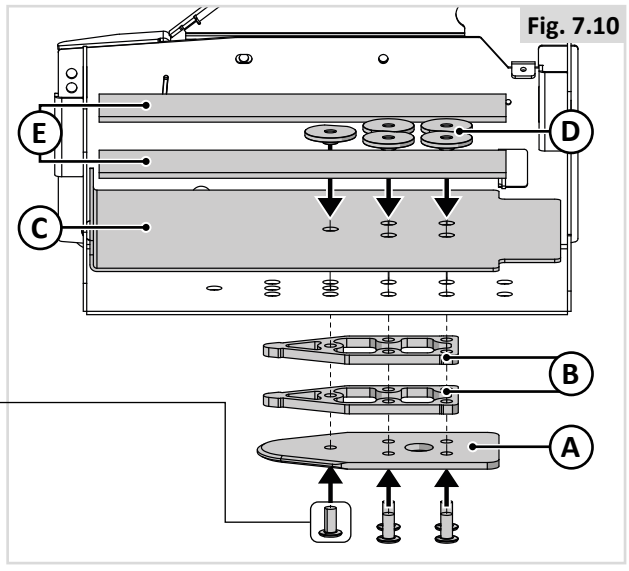

Fig. 7.10
Assemblez les cinq vis (M8), la plaque de verrouillage (A) et les entretoises (B) (sous le châssis), avec la plaque de renfort (C), les écrous spéciaux (D) et les entretoises en plastique (E) (à l'intérieur du châssis) (Fig. 7.10).